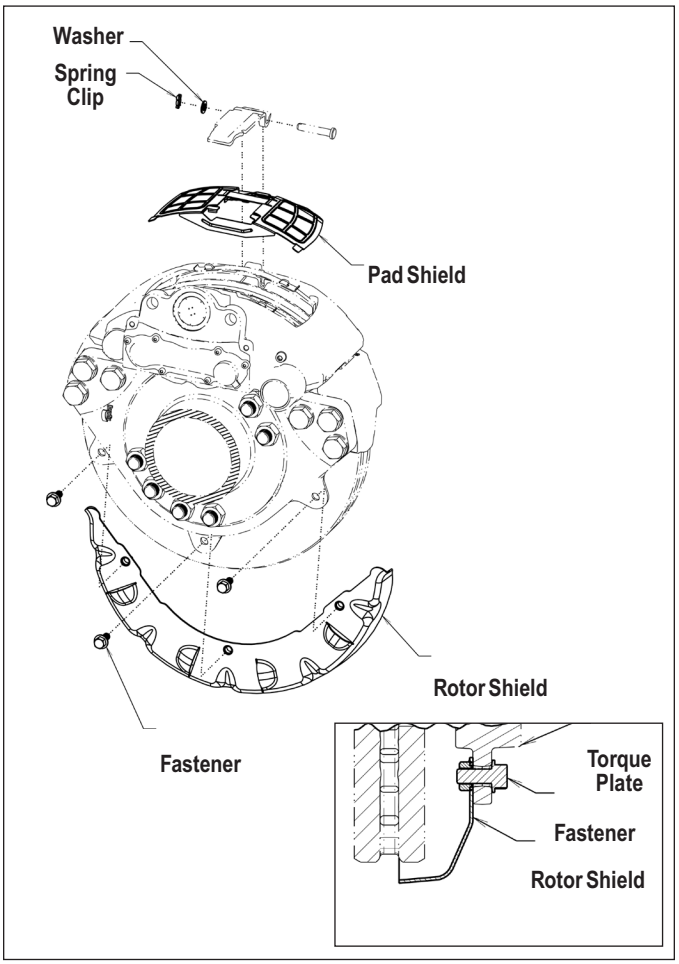

Figure 31 – Drive or Steer Axle Exploded View with Inset Showing Rotor Shield Installation
5.1.2 Remove and discard the spring clip and washer from the pad retainer pin. Remove and retain the retainer bar and retainer pin. Position the pad shield as shown and reinsert the retainer bar. Install the retainer pin. Use the included spring clip and washer to secure the retainer pin. Check that the pad shield is held securely in place by the retainer bar. *See Figure 31 or 32.*
5.1.3 **Drive or Steer Axle Rotor Shields** (*See Figure 31*). Position the rotor shield *between the torque plate and the rotor*. The supplied cap screws pass through the mounting tabs in the torque plate and install into the shield. Torque cap screws to 44 ft-lbs (528 in-lbs).